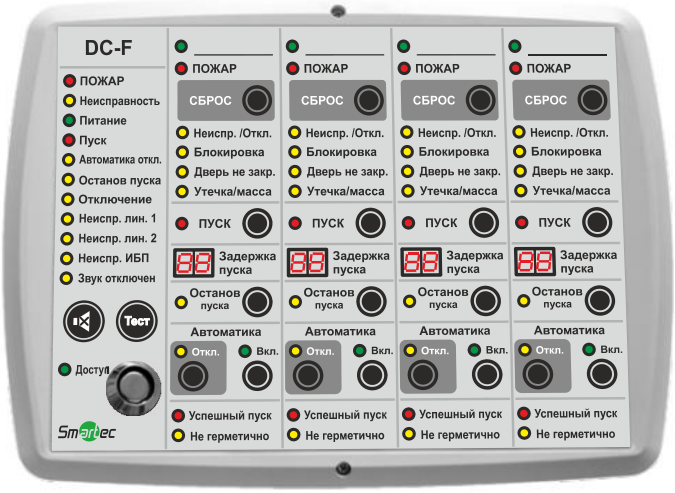

Рис. 1. Внешний вид БИУ исполнения DC-F.
6.4 Внешний вид БИУ исполнения DC-F представлен на рис. 1.